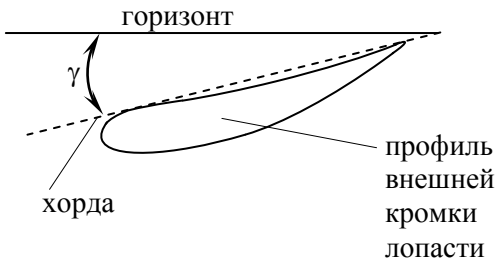

Рисунок 3
- при помощи электронного угломера выставить углы атаки лопастей. Углом атаки (γ) считается угол между горизонтом и хордой профиля на ***внешней кромке лопасти*** (рис. 3). Допустимое расхождение между углами атаки лопастей ± 0,2°;
- после установки угла атаки затянуть болты (3), момент затяжки M=170…190 Н·м.